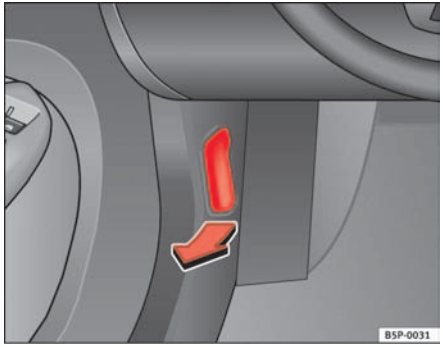

Fig. 151 Detail of the foot well: The release lever for the bonnet is located in the driver side foot well
– To release the bonnet, pull the lever under the dashboard ⇒ fig. 151 in the direction indicated (arrow). The bonnet will be released by a spring action ⇒ ⚠.